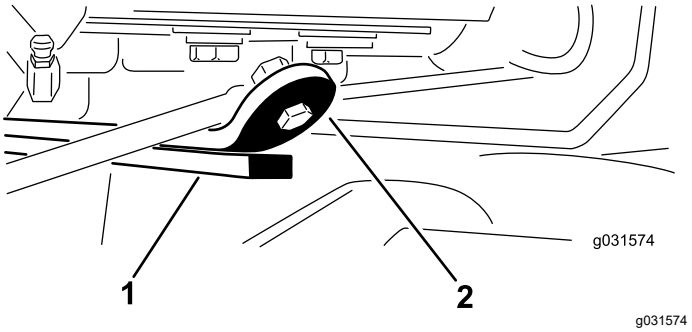

图 14
3. 启动发动机升起刀组确保后刀组耐磨棒顶部的耐磨带与缓冲带之间的间隙介于 0.512.54mm 之间如 图 14所示。